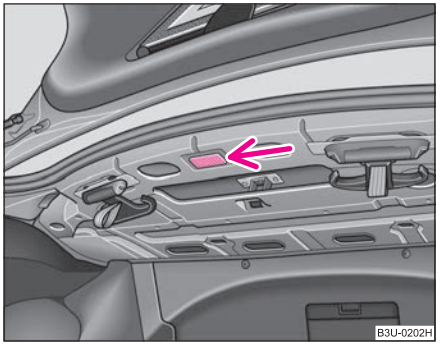

Fig. 205 Luggage compartment: Lighting
– Insert a small screwdriver into the slot next to the light ⇒ fig. 205 and carefully press out the light.